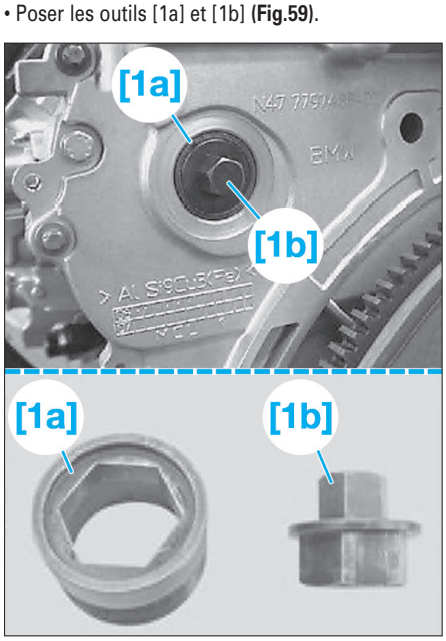

Fig. 59
- [1a]. Outil de positionnement du pignon de chaîne de la pompe haute pression réf. BMW 118741 **(Fig.59)**
- [1b]. Outil de positionnement du pignon de chaîne de la pompe haute pression réf. BMW 118742 **(Fig.59)**
• Poser les outils [1a] et [1b] **(Fig.59)**.